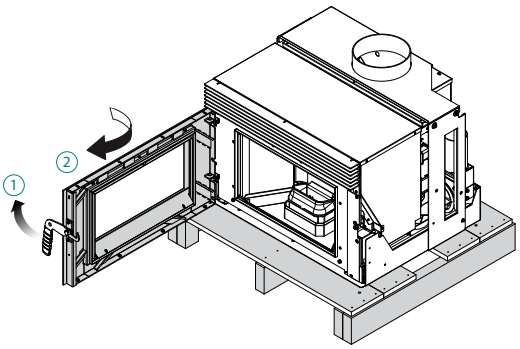

Abb. 6.1.1
3) Öffnen Sie die Tür (Abb. 6.1.1) ;